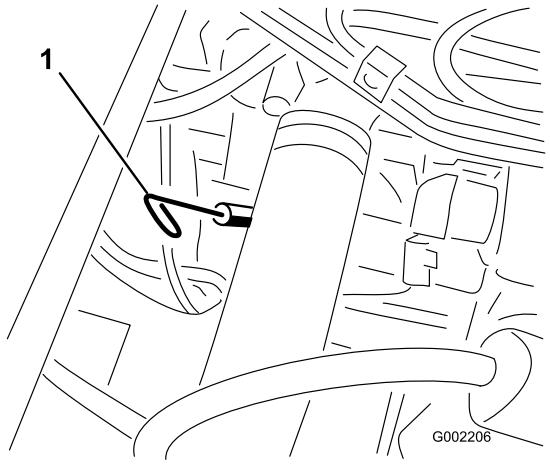

Figuur 15
2. Verwijder de peilstok, die zich onder de passagiersstoel bevindt, en veeg deze af met een schone doek (Figuur 15). Steek de peilstok in de buis. Let erop dat de peilstok er volledig in schuift. Haal de peilstok eruit en controleer het oliepeil.